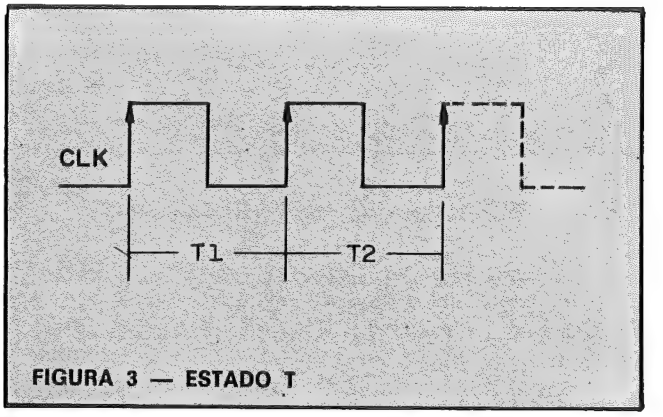

FIGURA 3 — ESTADO T
O primeiro conceito importante é o estado (T), que é a unidade básica de tempo, sendo igual a um período do relógio. Na versão Z80-A, o estado possui o valor mínimo de 250 ns, que é o período correspondente à freqüência de 4 MHZ. Um estado também é chamado por muitos autores de *T-ciclo*. A figura 3 mostra dois estados.